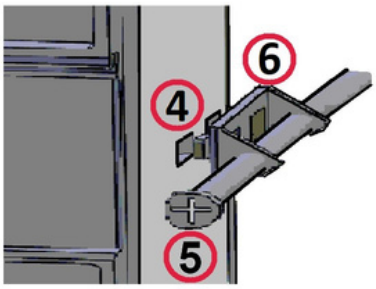

Figure 7: Entry Point of the Metal Apparatus
- The metal securing bracket, shown as number 6 in Figure 7, is attached to the dual metal slot on the side surfaces of the device, marked as number 4, so that the clips fit into the slots.